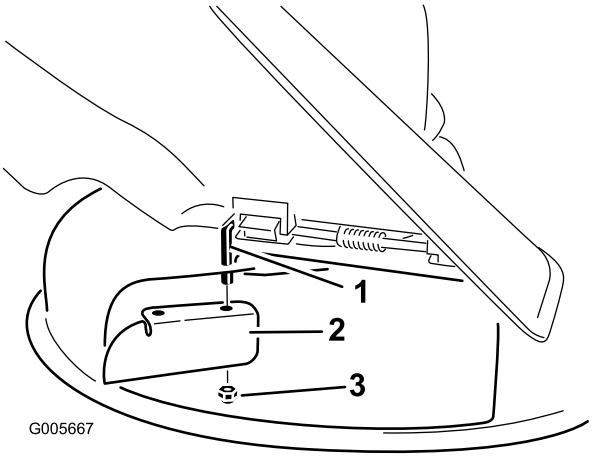

Figur 23
7. Monter græsafskærmningen på den frilagte drejestang (Figur 23).
3. Afmonter græsafskærmningen fra plæneklipperskjoldet (Figur 23).